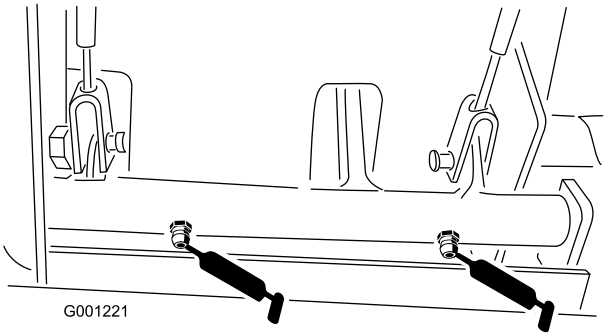

Figur 39
- Bremsedrejebøsninger (Figur 39)
- Bremsekabler (kørselshjul og bremsepedaler) (Figur 39)